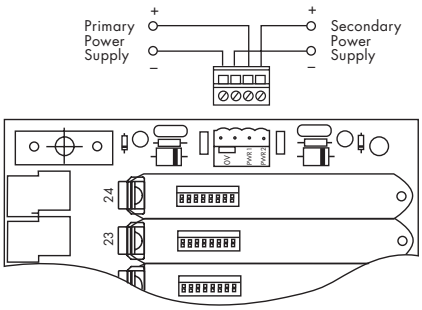

Figure 4.12: PSU connections 24-way
a) Connect the power supply cables to the connector according to the pin assignments shown in Figure 4.12. The maximum permissible wire size is 2.5mm² (14 AWG).